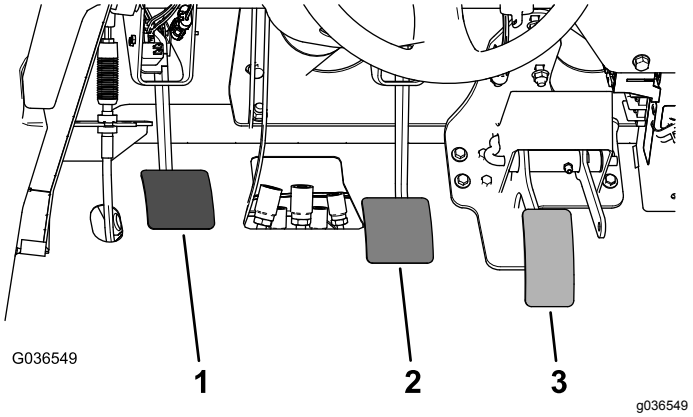

Figur 61
2. Slipp opp bremsepedalen (Figur 61) til den kommer i kontakt med rammen.
3. Løsne låsemutterne som fester krysshodet til hovedsylinderstangen (Figur 61).